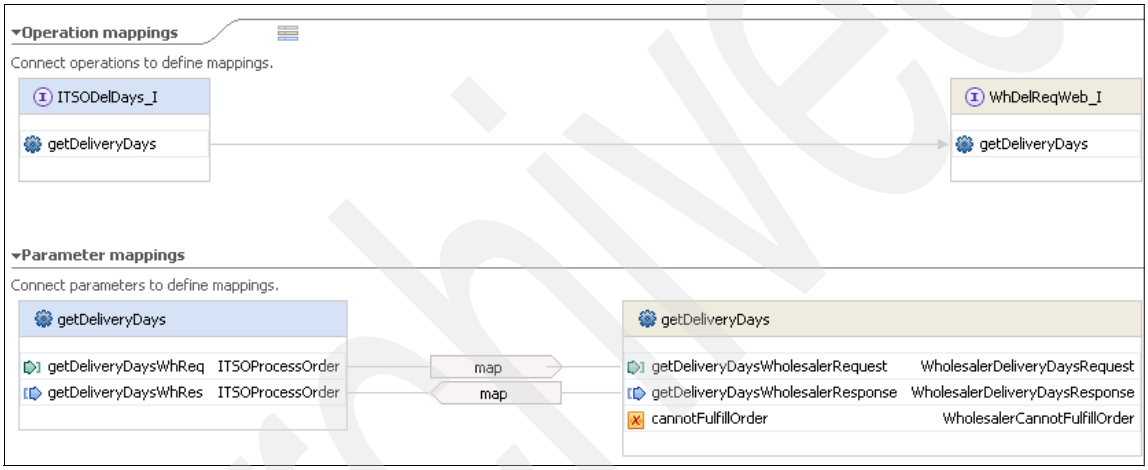

Figure 10-88 Interface map ITSO_to_WhB_Del
a. Build the interface map ITSO_to_WhB_Del in the ITSOElectronics module, as shown in Figure 10-88.